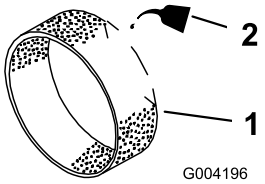

Figur 16
3. Giv forfilteret (Figur 16) 29,6-59,1 ml olie.